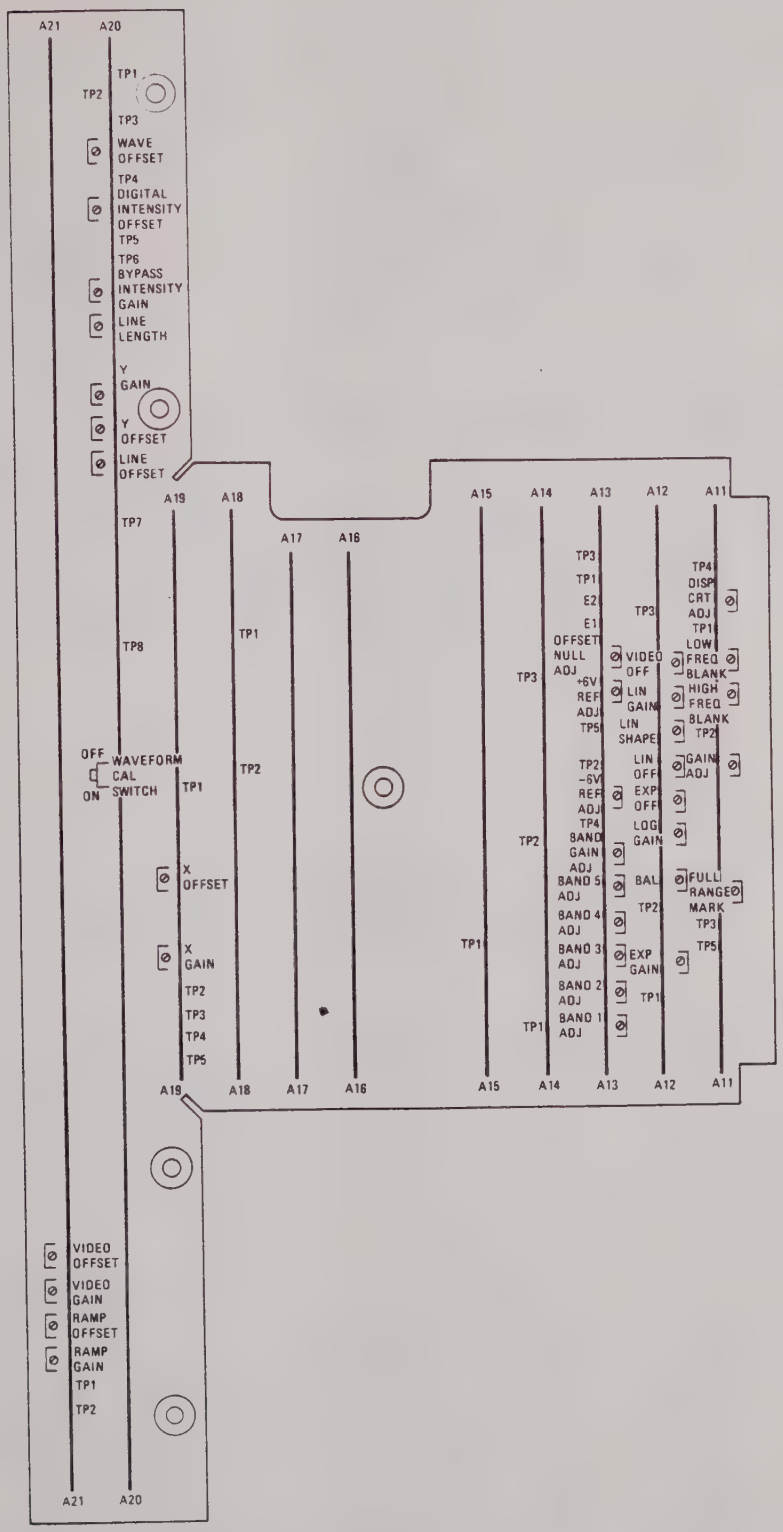
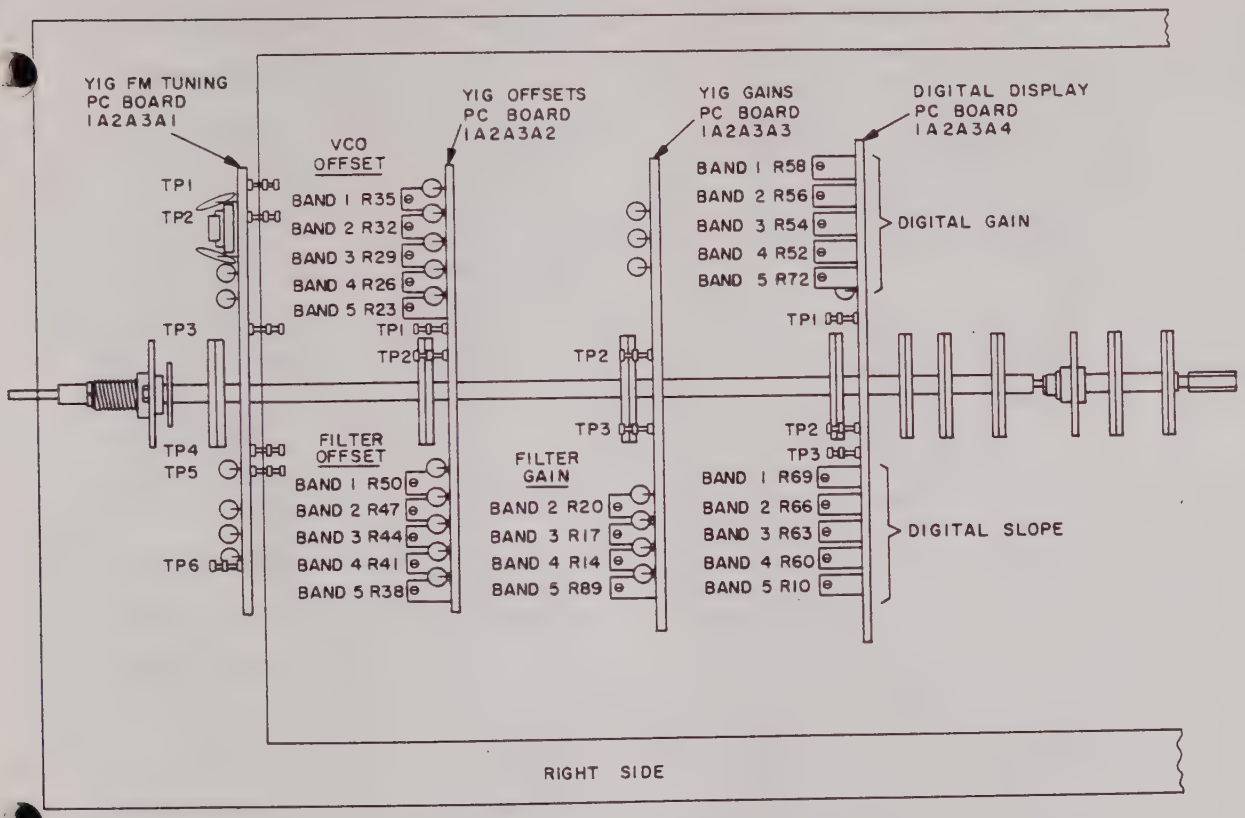

Figure 6-1. Adjustable Component and Test Point Location Diagram for Card File Assemblies 1A11 Through 1A21
Figure 6-2. Adjustable Component and Test Point Location Diagram for RF Range Switch Assemblies 1A2A3A1 Through 1A2A3A4
3. Connect a digital voltmeter between test point A13TP5 on Regulator Bias Printed Circuit Board 1A13 and chassis ground. Adjust +6V REF ADJ potentiometer 1A13R37 on Regulator Bias Printed Circuit Board 1A13 (Figure 6-1) for a +6 ±0.005 Vdc reading.
3. Twenty comb lines should appear on the display. If not, adjust BAND 1 FILTER OFFSET potentiometer 1A2A3A2R50 (Figure 6-2) on Yig Offset Board (part of RF Range Switch Assembly 1A2A3) until 20 comb lines appear. Two settings are possible; the most clockwise setting is correct.
5. Set SCAN WIDTH/DIV control to 100 MHz position. Adjust GAIN ADJ potentiometer 1A11R21 in Sweep Generator Printed Circuit Board 1A11 (Figure 6-1) while monitoring A11TP2 on an oscilloscope and set the sweep excursions for approximately 1.4 volt displacement. Adjust HORZ GAIN control on Front Panel so that each 100 MHz comb line falls on a graticule line. (Some adjustment of the TUNING control will be necessary to cause the first comb line to fall on first graticule line.)
6. Disconnect AILTECH 70790 Comb Generator. Adjust TUNING control to approximately 0 MHz until band 1 zero beat frequency signal is in the center of the display. Set SCAN WIDTH/DIV control to 10 MHz position and recenter signal. Set SCAN WIDTH/DIV to 200 MHz position; zero beat should stay in center of display. If not, adjust DISP CRT ADJ potentiometer 1A11R12 in Sweep Generator Printed Circuit Board 1A11 (Figure 6-1).
8. Turn VAR VIDEO BW control counterclockwise approximately half way. Adjust BAL potentiometer 1A12R24 on Processed Video Printed Circuit Board 1A12 (Figure 6-1) until there is no baseline movement when the VERT SCALE/DIV is rotated between the 2, 5, and 10 positions with the IF ATTEN (dB) control set to 100 dB position. Return the IF ATTEN (dB) control to 10 dB and adjust the vertical position control ↕ on the front panel in order to place the baseline on the –102 dB line.
10. Adjust LOG GAIN potentiometer 1A12R25 on Processed Video Printed Circuit Board 1A12 (Figure 6-1) for an inverted video signal with a displacement of 1.4 volts from the peak to the center of the noise. Adjust both the front panel vertical position control ↕ and VERT GAIN control so that the CRT displays a signal with the baseline on the –102 dB line and the peak of the signal on the 0 dB line. Set the VERT SCALE/DIV switch to 10 and rotate the IF ATTEN (dB) control in 10 dB steps. Each step should cause the peak of the signal to change by one vertical division on the CRT display. It may be necessary to readjust LOG GAIN potentiometer 1A12R25 in order to achieve this calibration.
1. Connect an AILTECH 70790 Comb Generator to RF INPUT connector on Front Panel and turn TUNING control to center trace on display. Ground test point 1A14TP1 on Digital Display Printed Circuit Board No. 2 1A14 (Figure 6-1) with a clip lead. This centers the band on the display and disables the TUNING. The CENTER FREQUENCY (MHz) readout should indicate 1000 MHz. If not, adjust BAND 1 DIGITAL SLOPE potentiometer 1A2A3A4R69 (Figure 6-2) on RF Range Switch Assembly 1A2A3 for the proper reading.
2. Locate 1000 MHz comb line by counting 10 lines up from the zero beat line. (Note: Zero beat line does not change amplitude when RF ATTEN (dB) control is rotated.) The 1000 MHz line should fall in center of display. If not, adjust BAND 1 VCO OFFSET potentiometer 1A2A3A2R35 (Figure 6-2) on RF Range Switch Assembly 1A2A3. Adjust BAND 1 FILTER OFFSET potentiometer 1A2A3A2R50 (Figure 6-2) on RF Range Switch Assembly 1A2A3 for maximum amplitude.
3. Remove clip lead from test point TP1 on Digital Display Printed Circuit Board No. 2 1A14, set SCAN WIDTH/DIV to 10 and adjust TUNING to set zero beat signal to center of display. Adjust BAND 1 DIGITAL GAIN potentiometer 1A2A3A4R58 (Figure 6-2) on RF Range Switch Assembly 1A2A3 until CENTER FREQUENCY (MHz) readout indicates 0 MHz. Set SCAN WIDTH/DIV control to 200 MHz position, RF ATTEN (dB) control to 40 and TUNING control to 1000 MHz. Adjust BAND 1 ADJ potentiometer 1A13R2 on Regulator Bias Printed Circuit Board 1A13 (Figure 6-1) until all signal amplitudes on display are maximized.
2. Adjust BAND 2 VCO and FILTER OFFSET potentiometers 1A2A3A2R47, and 1A2A3A2R32 respectively, on RF Range Switch Assembly 1A2A3 and FILTER GAIN potentiometer 1A2A3A3R20 (Figure 6-2), until 20 scan lines appear on the display. These potentiometers should be adjusted for maximum gain at all comb signals displayed.
3. Ground test point 1A14TP1 on Digital Display Printed Circuit Board No. 2 1A14 with a clip lead (Figure 6-1). This centers the band on display and disables TUNING. CENTER FREQUENCY (MHz) readout should indicate 3000 MHz; if not, adjust BAND 2 DIGITAL SLOPE potentiometer 1A2A3A4R66 (Figure 6-2) on RF Range Switch Assembly 1A2A3.
4. Locate 3000 MHz signal line on the display with a signal generator or frequency meter as in test setup of Figure 4-5. Adjust R32 (Figure 6-2) on RF Range Switch Assembly 1A2A3 to move this line to center of the display as SCAN WIDTH/DIV is decreased to 10 MHz per division. R47 must be adjusted simultaneously in order to maintain peak response.
5. Returning SCAN WIDTH/DIV to 200 MHz, adjust BAND 2 FILTER GAIN potentiometer R20 (Figure 6-2) on RF Range Switch Assembly 1A2A3 until maximum amplitude occurs for all 20 lines displayed. It should be noted that these adjustments are optimized when SIGNAL CENTER control is at the center of its range.
6. Remove the clip lead from test point TP1 on Digital Display Printed Circuit Board No. 2 1A14 and ensure that 3000 MHz is still centered on the display. Adjust TUNING control if not centered. With SCAN WIDTH/DIV at 30 MHz, rotate TUNING control slowly counterclockwise and count 100 MHz comb lines until the 2000 MHz line (band 2 lower calibration point) is identified. Set SCAN WIDTH/DIV to 10 MHz per division and center this line. Adjust BAND 2 DIGITAL GAIN potentiometer 1A2A3A4R56 (Figure 6-2) on RF Range Switch Assembly 1A2A3 until CENTER
7. Return SCAN WIDTH/DIV to 200 MHz position and TUNING to 3000 MHz. Adjust BAND 2 ADJ potentiometer 1A13R3 (Figure 6-1) on Regulator Bias Printed Circuit Board 1A13 for optimum gain at all comb signals displayed.
2. Adjust BAND 3 VCO and FILTER OFFSET potentiometers and BAND 3 FILTER GAIN potentiometer 1A2A3A2R29, 1A2A3A2R44, and 1A2A3A3R17 on RF Range Switch Assembly 1A2A3 (Figure 6-2) until 50 scan lines appear on the display at maximum amplitude.
3. Ground test point 1A14TP1 on Digital Display Printed Circuit Board No. 2 1A14 with a clip lead (Figure 6-1). CENTER FREQUENCY (MHz) readout should indicate 5800 MHz, if not, adjust BAND 3 DIGITAL SLOPE potentiometer 1A2A3A4R63 (Figure 6-2) on RF Range Switch Assembly 1A2A3.
4. Locate 5800 MHz line (center frequency, band 3) with signals generator or frequency meter. Adjust potentiometers R29 and R44 (Figure 6-2) on RF Range Switch Assembly 1A2A3 to move this line to center of screen as SCAN WIDTH/DIV is decreased to 10 MHz per division.
5. Set SCAN WIDTH/DIV to 500 MHz per division and adjust BAND 3 FILTER OFFSET and BAND 3 FILTER GAIN potentiometers 1A2A3A2R44 and 1A2A3A3R17 (Figure 6-2) on RF Range Switch Assembly 1A2A3 until maximum amplitude is displayed for all comb lines. It should be noted that these adjustments are optimized when SIGNAL CENTER control is at the center of its range.
6. Remove the clip lead from test point TP1 on Digital Display Printed Circuit Board No. 2 1A14 and verify that 5800 MHz is still in the center of the display. Adjust TUNING control if not centered. With SCAN WIDTH/DIV at 30 MHz, rotate TUNING control slowly counterclockwise and count 100 MHz comb lines until the 4800 MHz line (band 3 lower calibration point) is identified. Set SCAN WIDTH/DIV to 10 MHz per division and center this line. Adjust BAND 3 DIGITAL GAIN potentiometer 1A2A3A4R54 (Figure 6-2) on RF Range Switch Assembly 1A2A3 until CENTER FREQUENCY (MHz) readout indicates 3300 MHz. With a frequency meter or signal generator, verify that the comb line is indeed 3300 MHz. With a frequency meter or signal generator, SET SCAN WIDTH/DIV to 200 MHz and RF ATTEN (dB) control to 20.
7. Set TUNING to 5800 MHz and adjust BAND 3 ADJ potentiometer 1A13R4 on Regulator Bias Printed Circuit Board 1A13 (Figure 6-1) for optimum gain at all comb signals displayed.
2. Adjust BAND 4 VCO and FILTER OFFSET potentiometer and BAND 4 FILTER GAIN potentiometers 1A2A3A2R26, 1A2A3A2R41, and 1A2A3A3R14 on RF Range Switch Assembly 1A2A3 (Figure 6-2) until 70 scan lines appear on the display at maximum amplitude.
3. Ground test point 1A14TP1 on Digital Display Printed Circuit Board No. 2 1A14 with a clip lead (Figure 6-1). CENTER FREQUENCY (MHz) readout should indicate 8900 MHz, if not, adjust BAND 4 DIGITAL SLOPE potentiometer 1A2A3A4R60 (Figure 6-2) on RF Range Switch Assembly 1A2A3.
4. Locate 8900 MHz line (center frequency, band 4) with signal generator or frequency meter. Adjust potentiometers R26 and R41 (Figure 6-2) on RF Range Switch Assembly 1A2A3 to move this line to center of display as SCAN WIDTH/DIV is decreased to [10] MHz.
5. Set SCAN WIDTH/DIV to 700 MHz per division and adjust potentiometer 1A2A3A3R14 on RF Range Switch Assembly 1A2A3 until maximum amplitude is displayed for all comb lines. (Note: It may be necessary to degauss the Yig components from the hysteresis buildup. This is accomplished by exercising the SCAN WIDTH/DIV control from the 700 MHz to 10 MHz positions at least once.) Readjust potentiometers R41 and R14 (Figure 6-2) until maximum amplitude is displayed for all comb lines. It should be noted that these adjustments are optimized when SIGNAL CENTER control is at the center of its range.
6. Remove the clip lead from test point TP1 on Digital Display Printed Circuit Board No. 2 1A14 and verify that 8900 MHz is still in the center of the display. Adjust TUNING control if not centered. With SCAN WIDTH/DIV at 30 MHz, rotate TUNING control slowly counterclockwise and count 100 MHz comb lines until the 5400 MHz line (band 4 lower calibration point) is identified. Center this line at [10] MHz per division and adjust BAND 4 DIGITAL GAIN potentiometer 1A2A3A4R52 (Figure 6-2) on RF Range Switch Assembly 1A2A3 until CENTER FREQUENCY (MHz) readout indicates 5400 MHz. Set SCAN WIDTH/DIV to 500 MHz position and RF ATTEN (dB) control to [10] position.
7. Set TUNING to 8900 MHz and adjust BAND 4 ADJ potentiometer 1A13R5 on Regulator Bias Printed Circuit Board 1A13 (Figure 6-1) for optimum gain at all comb signals displayed.
2. Adjust BAND 5 VCO and FILTER OFFSET potentiometers and BAND 5 FILTER GAIN potentiometer 1A2A3A2R23, 1A2A3A2R38, and 1A2A3A3R89 on RF Range Switch Assembly 1A2A3 (Figure 6-2) until 120 scan lines appear on the display at maximum amplitude.
3. Ground test point 1A14TP1 on Digital Display Printed Circuit Board No. 2 1A14 with a clip lead (Figure 6-1). CENTER FREQUENCY (MHz) readout should indicate 16000 MHz; if not, adjust BAND 5 DIGITAL SLOPE potentiometer 1A2A3A4R10 (Figure 6-2) on RF Range Switch Assembly 1A2A3.
by exercising the SCAN WIDTH/DIV control from the 700 MHz to 10 MHz positions at least once.) Readjust potentiometers R23 and R89 (Figure 6-2) until maximum amplitude is displayed for all comb lines. It should be noted that these adjustments are optimized when SIGNAL CENTER control is at the center of its range.